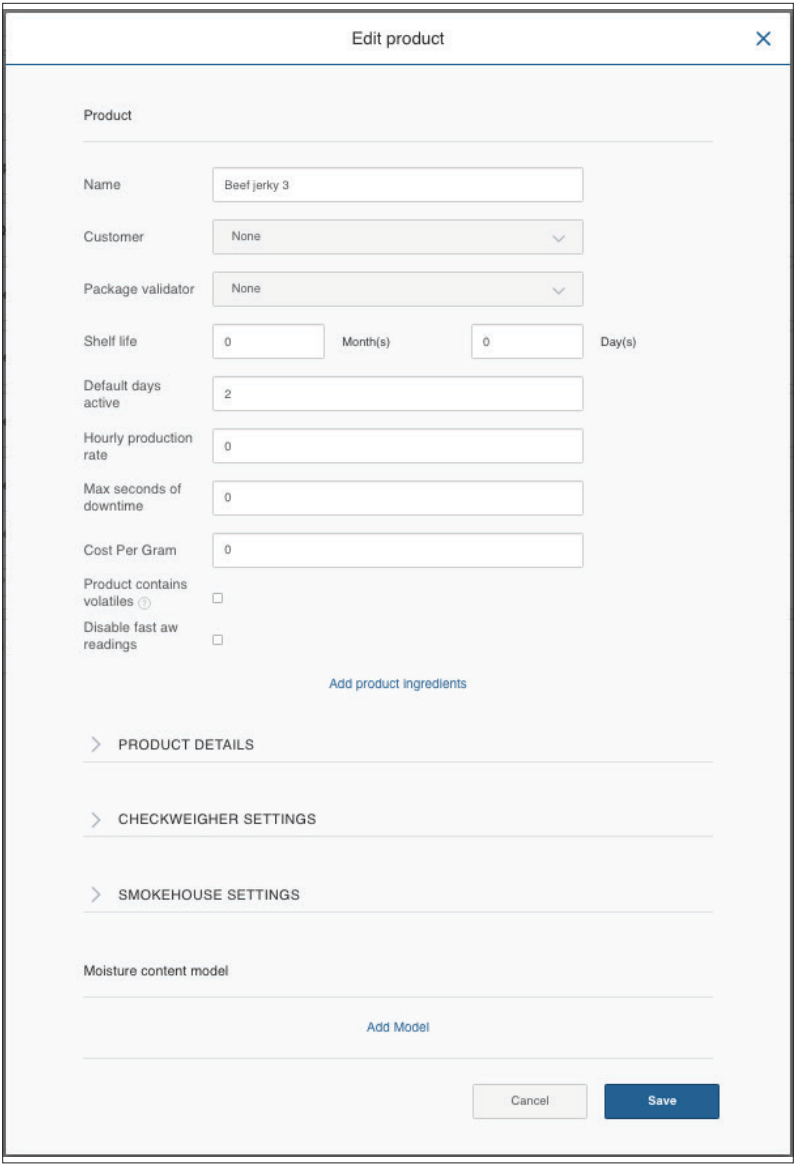

Figure 12 Edit Product screen
The Edit Product screen should appear (Figure 12).
6. Scroll to the Moisture Content Model section of the Edit Product screen (Figure 12).